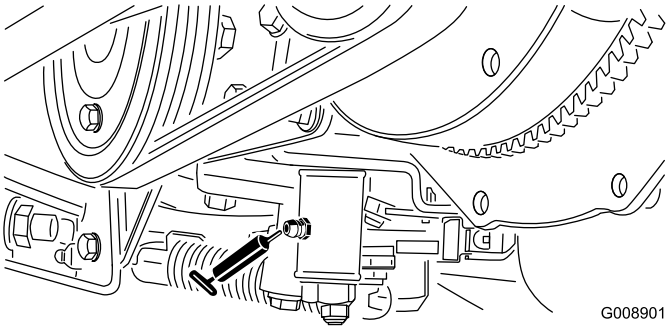

Figur 57
- Justeringsmekanism för neutralläge (Figur 57)